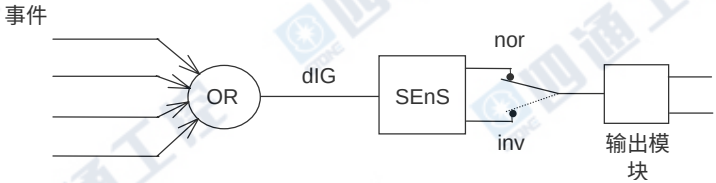

图 6-2 将几个事件通过一个模块输出
*可以将以下参数中的一个或几个设置为*YES’，使它们通过该继电器输出。*(见图 6-2)*